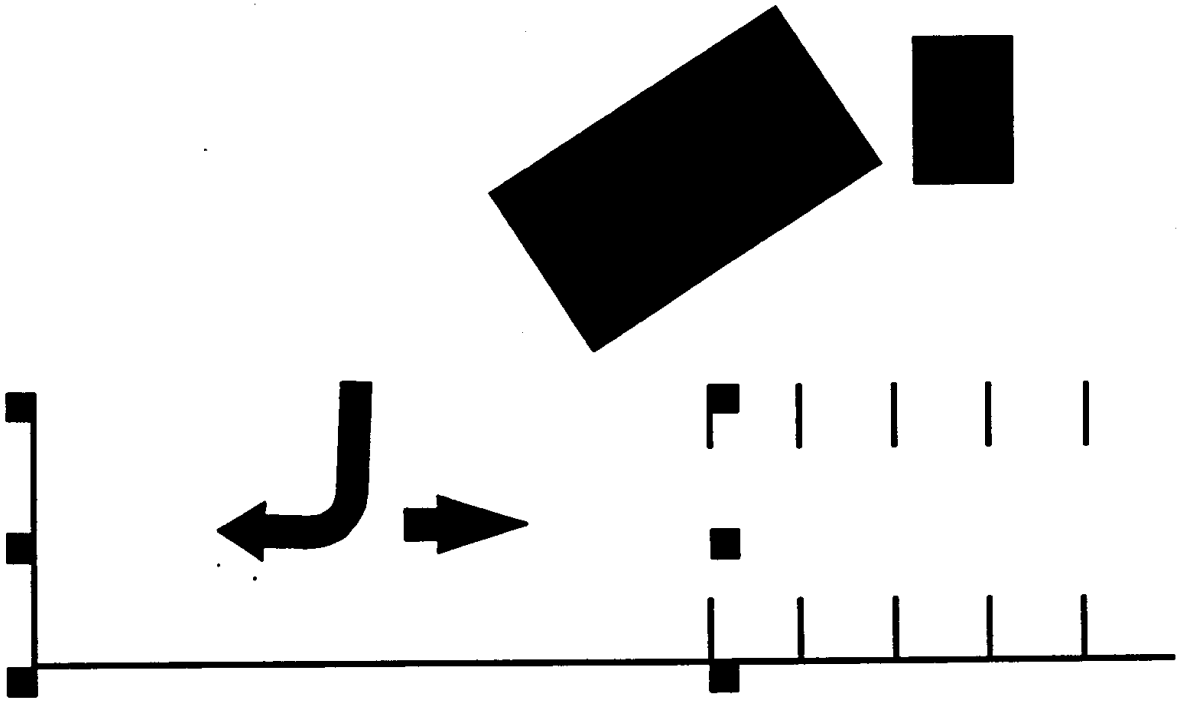

Figure 11-6: Right Turn
- ***Right Turn*** — You may be asked to drive forward and make a right turn around a cone. You should try to bring the right rear wheel(s) of your vehicle as close to the base of the cone as possible without hitting it. (See Figure 11-6.)